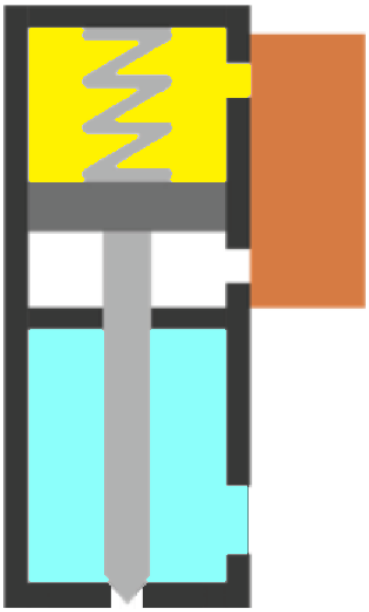

Abbildung 03 – Ruhephase
- Die Flüssigkeit befindet sich in der entsprechenden Kammer und ist bereit zur Abgabe. Die Öffnung bleibt jedoch durch die Nadel verschlossen, die durch den pneumatischen Druck über das 5/2-Wege-Magnetventil in Position gehalten wird (siehe Abbildung 03).
- Druckluft strömt wieder in den Schließeingang, unterstützt durch die Federkraft, wodurch der Kolben nach unten gedrückt wird und die Produktauslassöffnung erneut verschließt (siehe Abbildung 03).